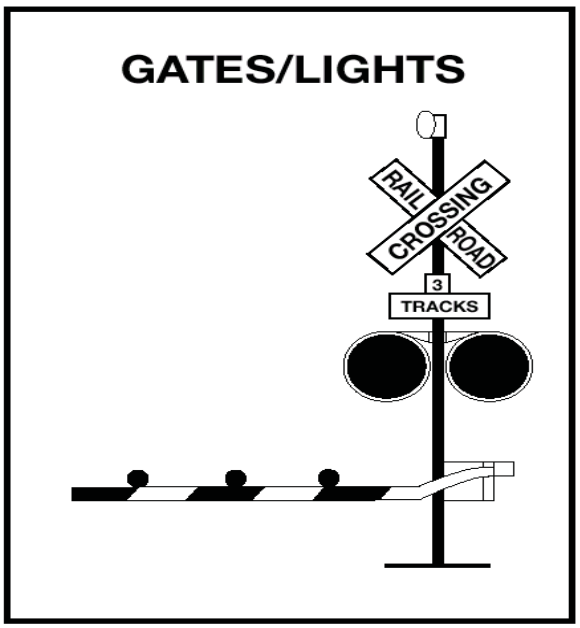

**Figure 2.18**
**Flashing Red Light Signals.** At many highway-rail grade crossings, the crossbuck sign has flashing red lights and bells. When the lights begin to flash, stop! A train is approaching. You are required to yield the right-of-way to the train. If there is more than one track, make sure all tracks are clear before crossing. See Figure 2.18.
**Gates.** Many railroad-highway crossings have gates with flashing red lights and bells. Stop when the lights begin to flash and before the gate lowers across the road lane. Remain stopped until the gates go up and the lights have stopped flashing. Proceed when it is safe. See Figure 2.18.